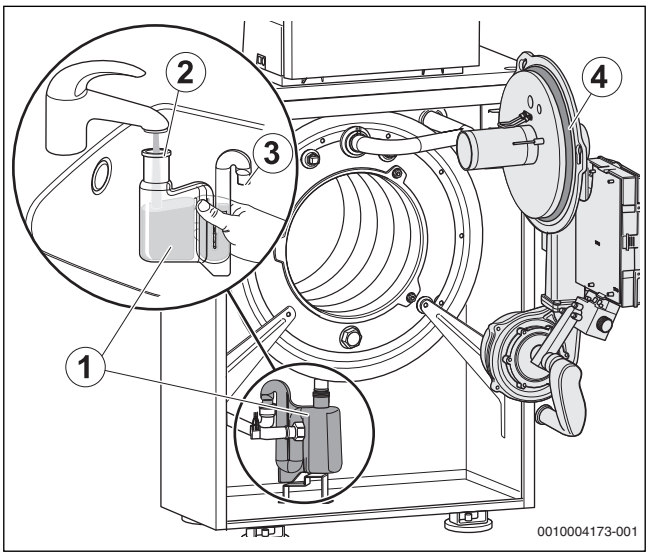

Bild 71 Siphon reinigen
- ▶ Vor Brennermontage den richtigen Sitz des O-Rings (→ Bild 71, Seite 41[4]) überprüfen und ggf. korrigieren.